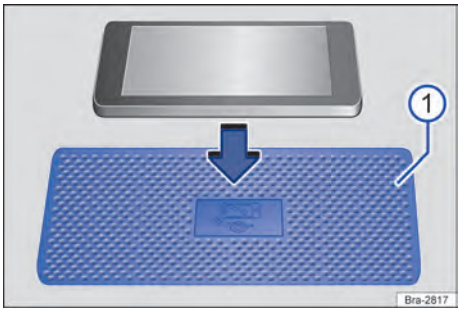

**Fig. 129** Representación estándar de la superficie de alojamiento con estera para el cargador de accesorios inalámbricos.
En algunos vehículos, la estera tiene el símbolo de un teléfono que indica la posición central de la estación de carga inductiva → fig. 129 ①. El símbolo de la superficie de alojamiento puede tener otro aspecto en algunos vehículos.